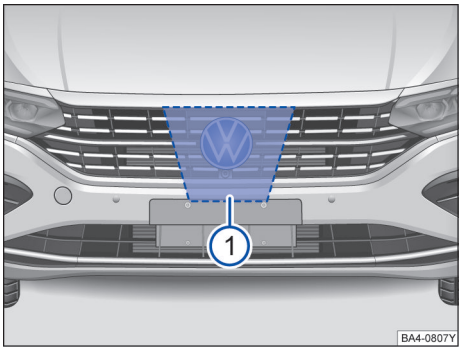

图 126 VW 标志后方的散热器格栅内：雷达传感器①
雷达传感器安装在前保险杠上→图 126 ①，用于监测交通状况，可探测距本车约 100m 范围内的前方车辆行驶状况。